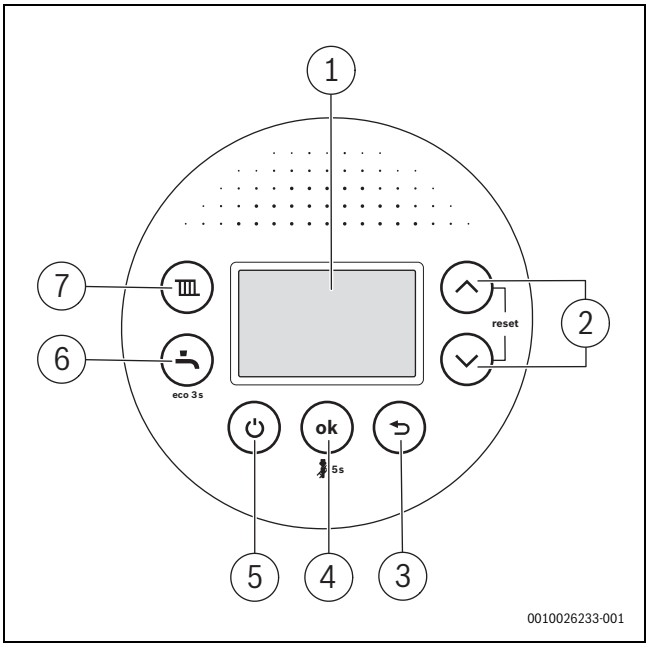

Rys. 143 Przegląd panelu obsługi
Po uruchomieniu przycisk ⏻ (→ rys. 143, [5]) jednocześnie wyłącza lub włącza ogrzewanie i przygotowanie c.w.u., bez przerywania zasilania elektrycznego.
- W normalnym trybie wyłączyć urządzenie przyciskiem ⏻ (→ rys. 143, [5]).